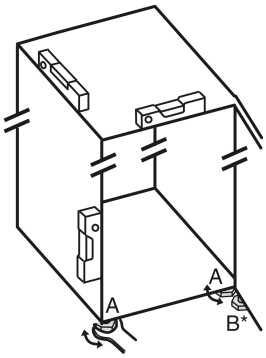

Fig. 7
▶ Unscrew the adjustable feet *Fig. 7 (A)* using the open-end wrench provided and a spirit level until the appliance is firmly aligned and level.
- ▶ Unscrew the adjustable foot *Fig. 7 (B)* at the swap bearing block using the open-end wrench provided until it rests on the floor.
- ▶ Turn the adjustable foot *Fig. 7 (B)* another 90°.